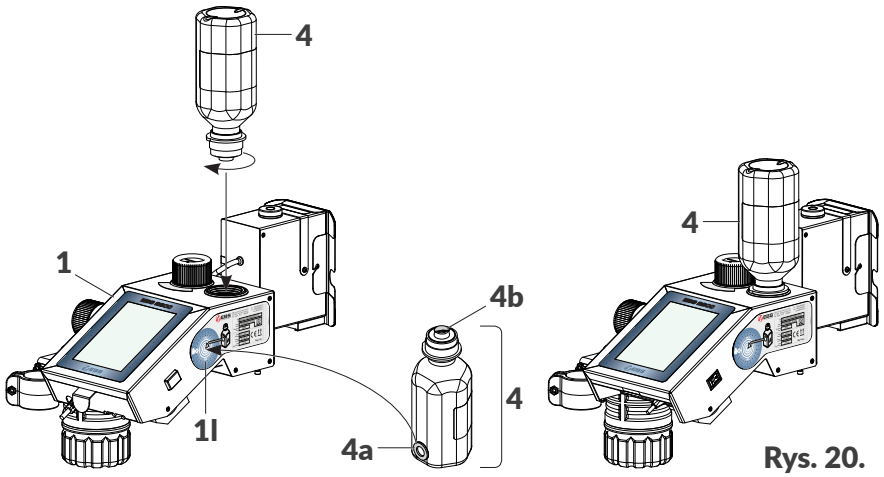

Rys. 20.
22. Przyłóż transponder **4a** startowej butelki z atramentem **4** (patrz ***Rys. 20***) do czytnika **1l** na bocznej ścianie sterownika drukarki **1**.